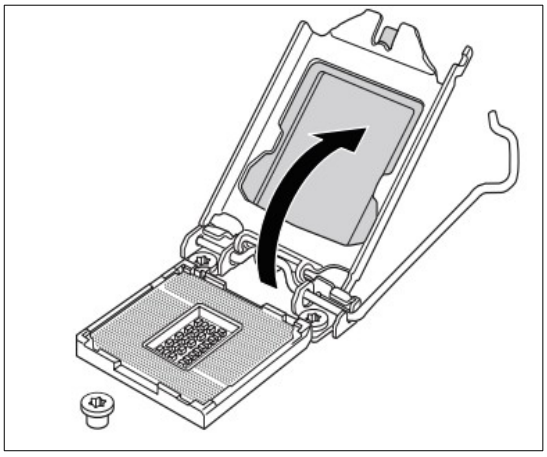

Рис. 5.
2. Откиньте наверх прижимную пластину. Не прикасайтесь к контактам разъема или процессора (рисунок 5).